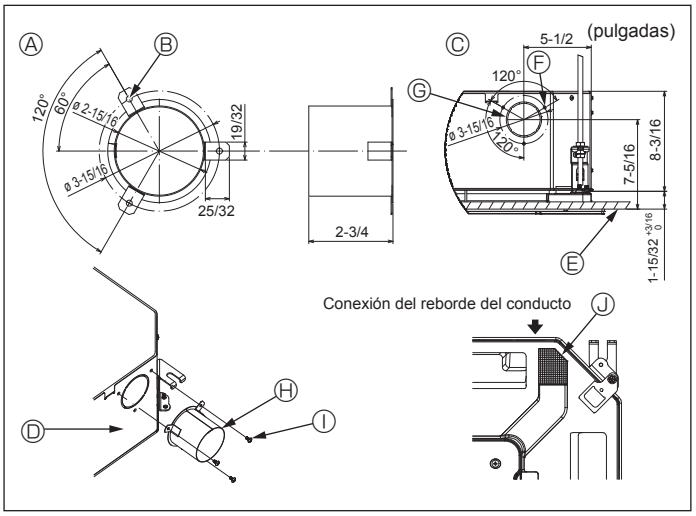

Fig. 4-3
4.3. Instalación del conducto (en el caso de entrada de aire fresco) (Fig. 4-3)